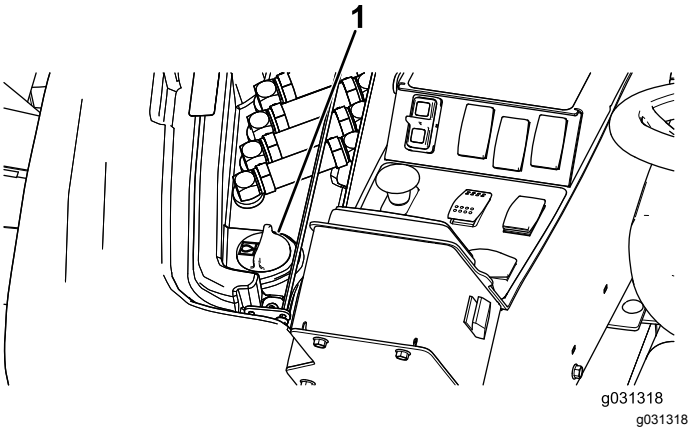

**Figur 133**
2. Höj upp åtkomstpanelen på maskinens högra sida så att hydraultanklocket syns (Figur 133).
3. Gör rent omkring påfyllningsröret och hydraultanklocket (Figur 133).